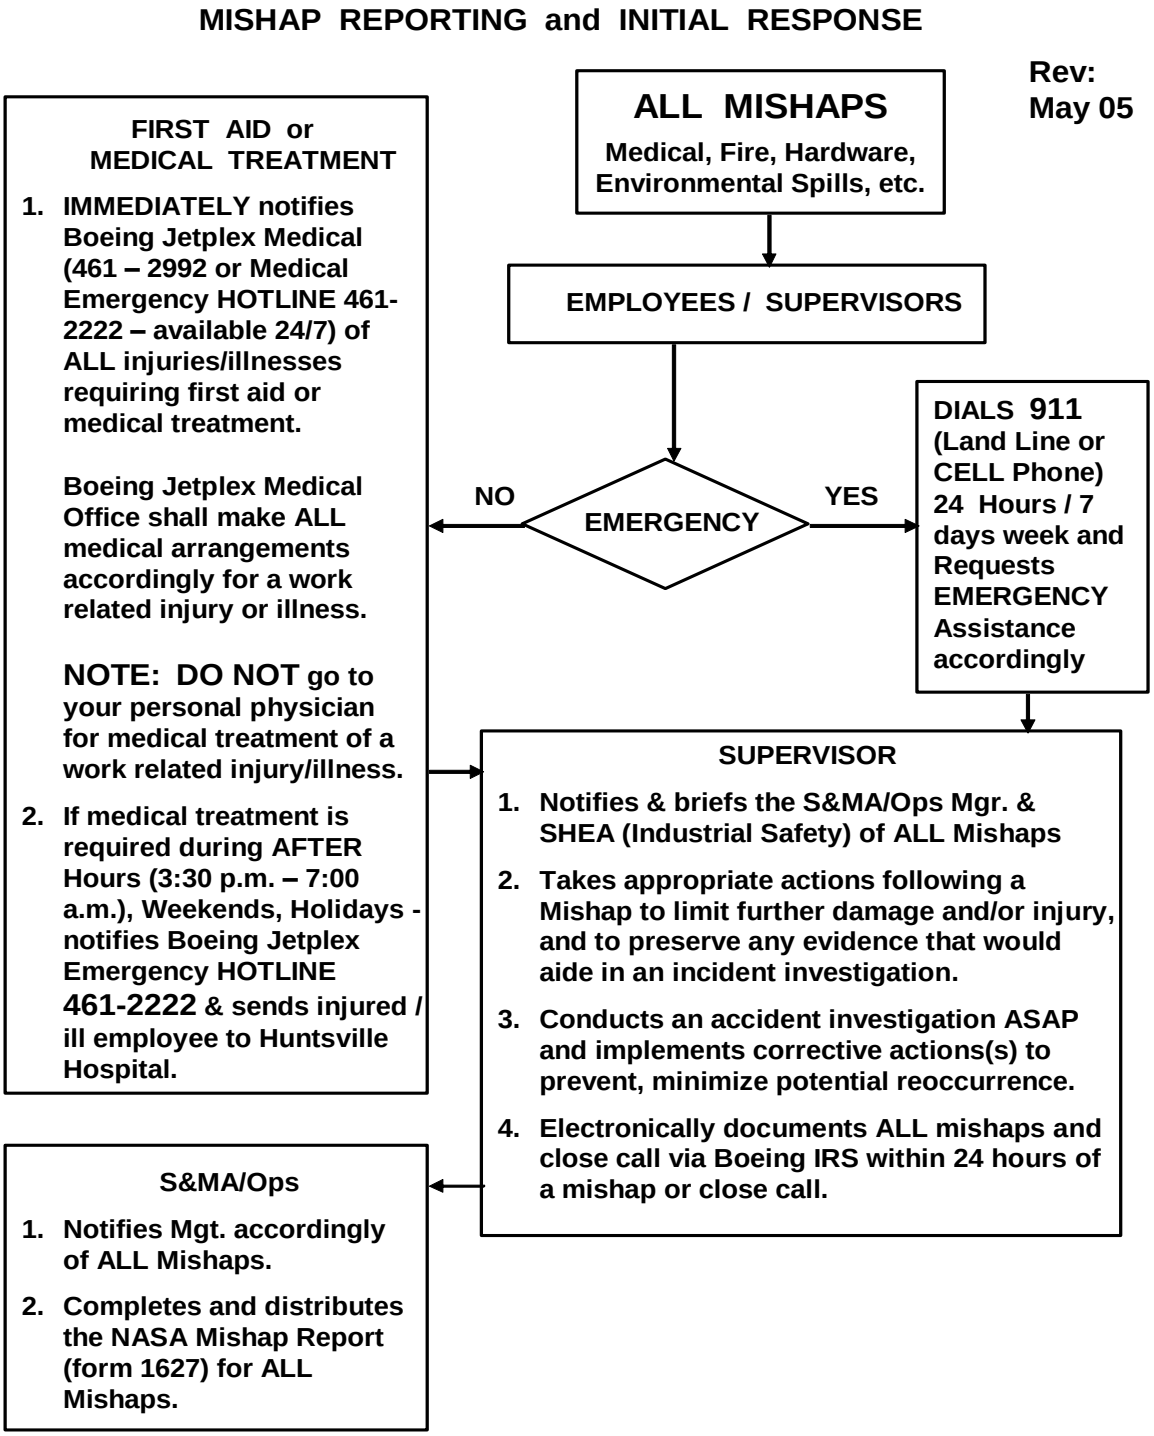

FIGURE B-3 FLASH REPORTING SEQUENCE
Figures B-3 and B-4 show the Flash Reporting Sequence and MSFC Emergency numbers to be notified in the case of an emergency or accident. The Test Conductor has the prime responsibility for initiating the notification process.
(1) Sound the alarm: Activate alarm at pull box and/or phone in emergency.
(2) If safe, attempt to deenergize system, i.e. pneumatic, electric, etc.
(3) Initiate notification process per Figure B-3. This may be conducted from the phone away from the situation.
(1) Render the area safe, then render first aid as required.
(2) Initiate notification process per Figure B-3.
(3) Do not leave injured personnel alone until emergency personnel arrive.
(3) Take injured individual to MSFC medical for treatment.